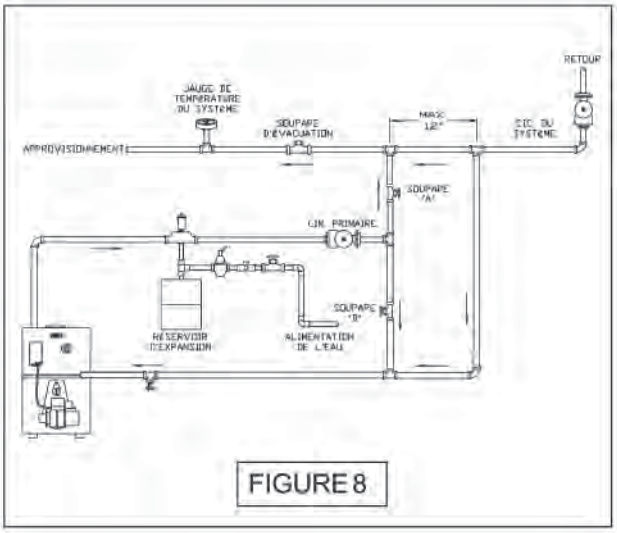

FIGURE 8
C. Cette méthode sert á protéger les chaudières de la condensation qui peut se former et par le fait même protéger le système de chauffage de la température élevée de l'eau. Voir la figure 8, ci-dessous.